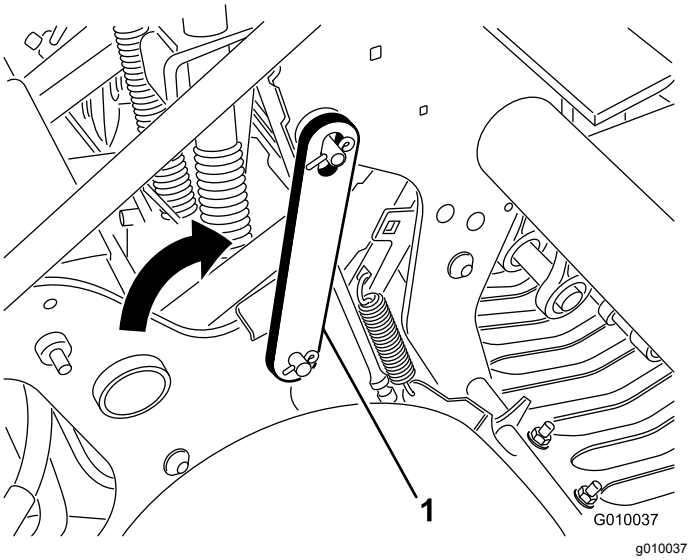

Figuur 22
4. Draai de onderhoudsvergrendeling naar achteren en steek deze op de pen van de beluchtingskop (Figuur 22). Vastzetten met de borgveer.